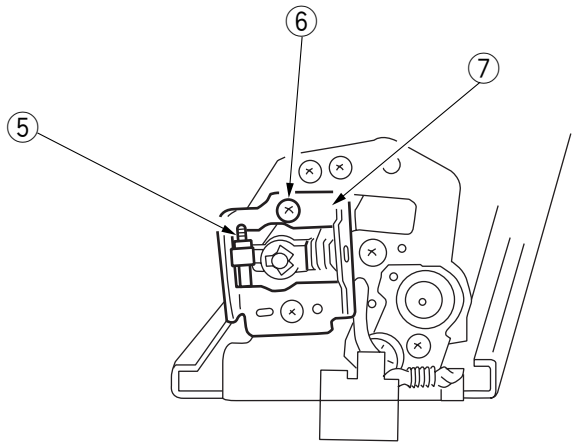

Figure 6-207
5) Release the pressure by positioning the screw ⑤ as shown in Figure 6-207.
6) Remove the screw ⑥, and detach the bushing ⑦.